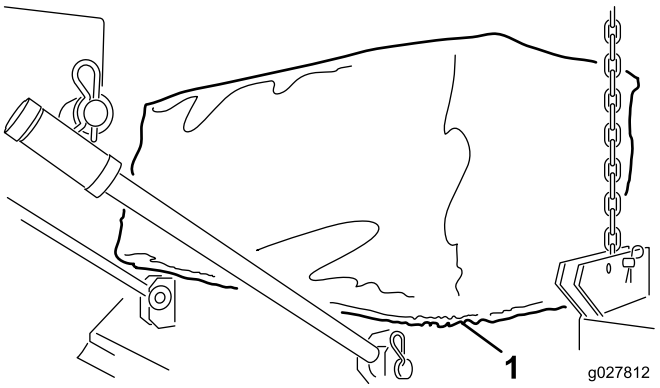

Figura 4
4. Montate l'anello in tela attorno al bordo su Versa Vac e sulle aperture della piattaforma (Figura 4).